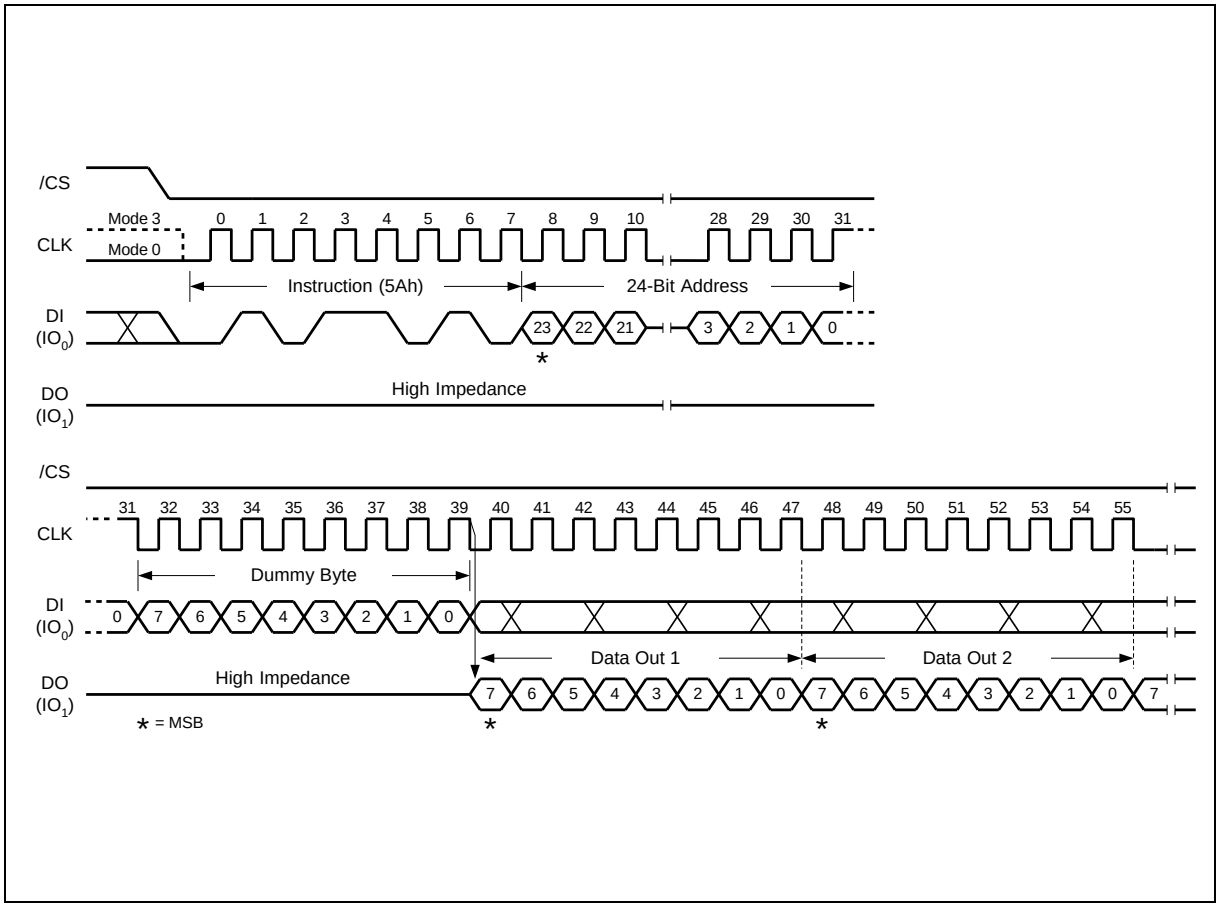

Figure 34. Read SFDP Register Instruction Sequence Diagram
The Read SFDP instruction is initiated by driving the /CS pin low and shifting the instruction code "5Ah" followed by a 24-bit address (A23-A0)(1) into the DI pin. Eight "dummy" clocks are also required before the SFDP register contents are shifted out on the falling edge of the 40th CLK with most significant bit (MSB) first as shown in figure 34. For SFDP register values and descriptions, please refer to the Winbond Application Note for SFDP Definition table.